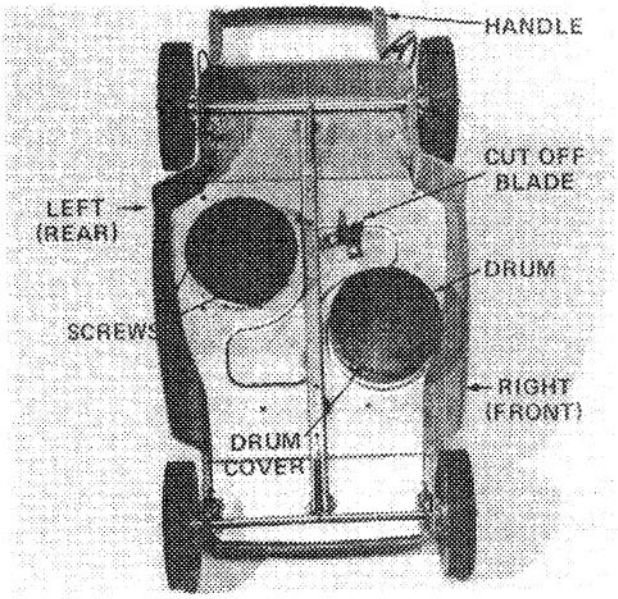

Figure 11
1. Turn mower/trimmer completely over (Fig. 11).
2. Remove screws securing drum cover to drum and lift off cover (Fig. 11).